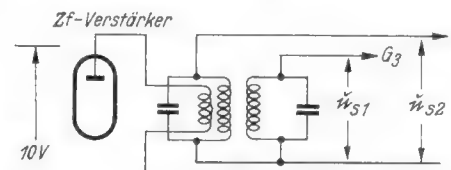
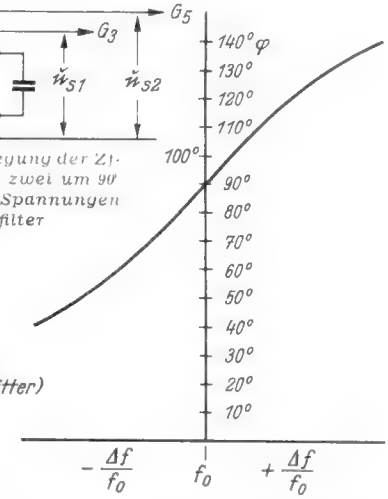

Bild 21. Zerlegung der Zf-Spannung in zwei um 90° phasenverschobene Zf-Spannungen durch ein Bandfilter
Bild 22. Phasenverschiebung der beiden Zf-Spannungen in Abhängigkeit von der Frequenz
A) Die frequenzmodulierte Zf-Spannung wird zunächst in zwei Wechselspannungen zerlegt, die gegeneinander einen Phasenunterschied φ aufweisen, welcher proportional der Frequenzabweichung ist. Hierfür können z. B. zwei miteinander gekoppelte, abgestimmte Zf-Kreise (Bandfilter) verwendet werden, die an die letzte Zf-Stufe angekoppelt sind; an jedem dieser Kreise wird eine Spannung abgenommen (Bild 21). Die Größe der Phasenverschiebung φ zwischen den Spannungen an beiden Kreisen hängt von dem Augenblickswert f_1 der frequenzmodulierten Zwischenfrequenz ab. Bei der Trägerfrequenz f_0 (unmodulierte Zf) ist die Phasenverschiebung φ = 90°. Schwankt nun die Frequenz bei der Modulation, so schwankt die Phasenverschiebung um den Wert 90° herum (Bild 22). Bei einem zweikreisigen Bandfilter ist das Gebiet der φ-Kennlinie zwischen 60 und 120° genügend linear (2,5 % Verzerrung). Bei gegebenem Frequenzhub kann man φ in den vorgeschriebenen Grenzen halten, wenn man die Dämpfung des zweiten Filterkreises geeignet einstellt. Für eine Frequenzabweichung vom Mittelwert, die der halben Bandbreite des Kreises entspricht, beträgt die Phasenverschiebung 45°. Die Linearität und der Aussteuerbereich der φ-Kennlinie können durch die Anwendung eines dreikreisigen Filters noch erheblich verbessert werden.